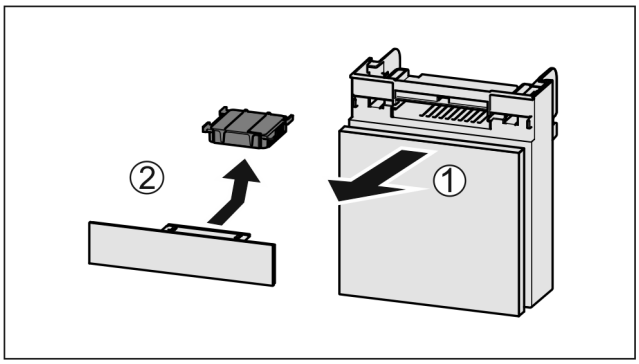

Fig. 195
- ▶ Pull out the compartment *Fig. 195 (1)*.
- ▶ Remove the carbon filter *Fig. 195 (2)*.